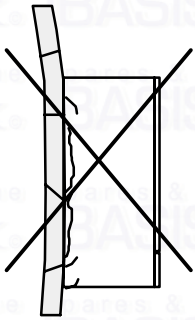

fig. 3.2
- The boiler must be fixed to a strong wall (fig. 3.2).